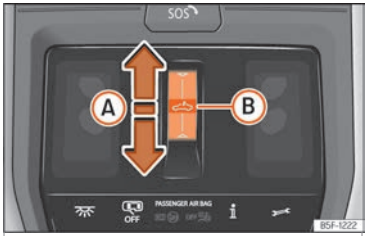

Fig. 99 Dans le ciel de pavillon : touche du toit ouvrant.
- Mouvement automatique : faites glisser le doigt vers l'arrière de la zone fonctionnelle ››› fig. 99 (A).
- Dans les 5 secondes après avoir activé la fonction anti-pincement, faites glisser le doigt vers l'avant de la zone fonctionnelle ⏶ ››› **fig. 99** Ⓐ et maintenez-le appuyé jusqu'à ce que le toit ouvrant soit entièrement refermé.